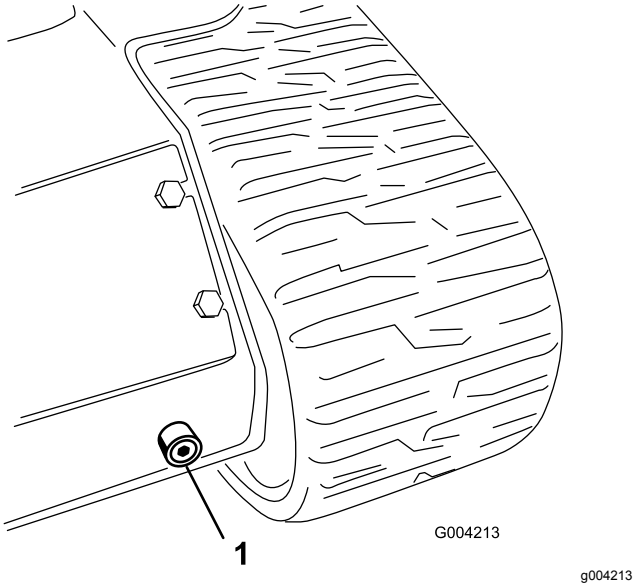

**Figur 63**
6. Sätt ett stort kärl (som kan rymma 57 liter) under avtappningspluggen framtill på maskinen (Figur 63).
7. Ta bort avtappningspluggen och låt oljan rinna ned i tråget (Figur 63).